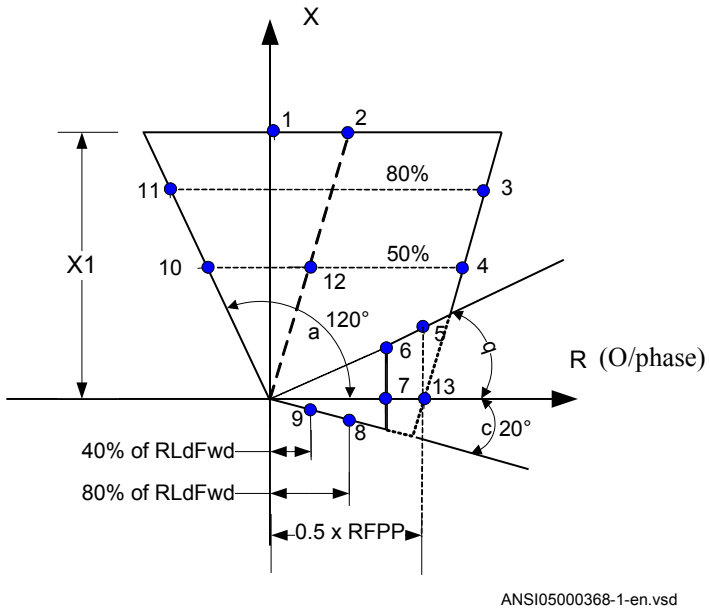
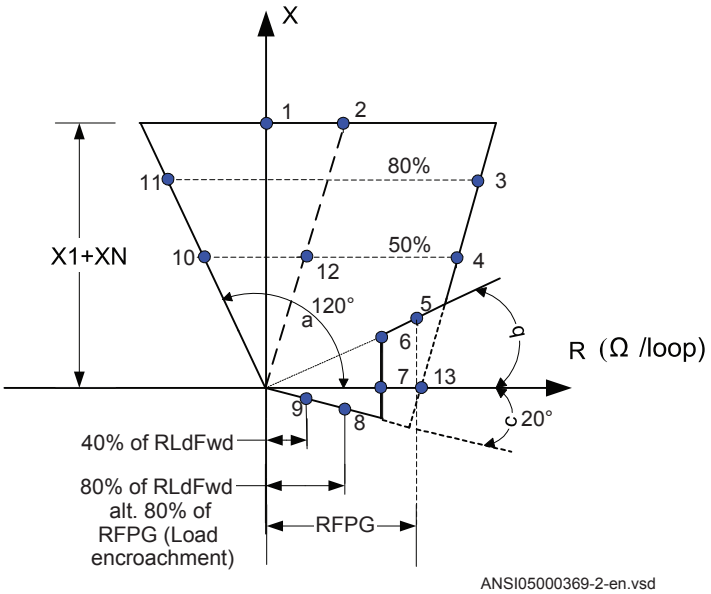

Figure 31: Distance protection characteristic with test points for phase-to-phase measurements
Figure 32: Distance protection characteristic with test points for phase-to-ground measurements
The test procedure has to take into consideration that the shaped load encroachment characteristic is active. It is therefore necessary to check the setting. To verify the settings with the shaped load encroachment characteristic the test should be carried out according to Figure 31 and Figure 32 and Table 12 and Table 13. In cases where the load encroachment characteristic is activated tests according to the adjusted figures should be carried out.
Table 12 is used in conjunction with Figure 31.
Table 13 is used in conjunction with Figure 32.
2. Apply the fault condition and slowly decrease the measured impedance to find the operating value of the phase-to-phase fault for zone 1 according to test point 1 in Figure 31 and Table 12. Compare the result of the measurement with the set value.
4. Repeat steps 1 to 5 to find the trip value for the phase-to-ground fault C-G according to Figure 32 and Table 13
2. Apply the fault condition to find the operating time for the phase-to-phase fault according to test point 12 in Figure 31 and Table 12 for zone 1. Compare the result of the measurement to the setting *tPPZ1*.
3. Repeat steps 1 to 3 to find the trip time for the phase-to-ground fault according to test point 12 in Figure 32 and Table 13. Compare the result of the measurement to the setting *t1PG*.
When the load-shaped characteristic is activated (*OperationLdCmp* = "Enabled"), the test point for phase-to-phase faults is 12 in Figure 31 and Table 12 and for phase-ground faults according to P12 in Figure 32 and Table 13.
The test procedure has to take into consideration that the shaped load encroachment characteristic is active. It is therefore necessary to check the setting. To verify the settings with the shaped load encroachment characteristic the test should be carried out according to figures 31 and 32 and tables 12 and 13. In cases where the load encroachment characteristic is activated tests according to the adjusted figures should be carried out.
Table 13 is used in conjunction with figure 32.